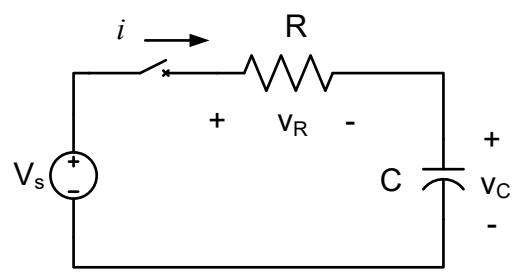

Fig. 1, RC circuit with the excited voltage source V_s
The RC circuit and dc excitation source V_s are shown in Fig. 1. From KVL,
where K is a constant. Assuming there is no charge stored in the capacitor before the switch in Fig. 1 is closed, $v_C(0)$ is zero. Substituting t = 0 into (4) leads to
To derive $v_C(t)$ for discharging the capacitor, one can set $V_s = 0$ in Fig. 1. As a result, the solution of $v_C(t)$ for discharging can be obtained from (4) by setting $V_s = 0$ as
1. Build the RC circuit in Fig. 1 on the breadboard with R = 1 kΩ and C = 0.01 μF.
5. Connect v_C in Fig. 1 to CH2 of the oscilloscope.